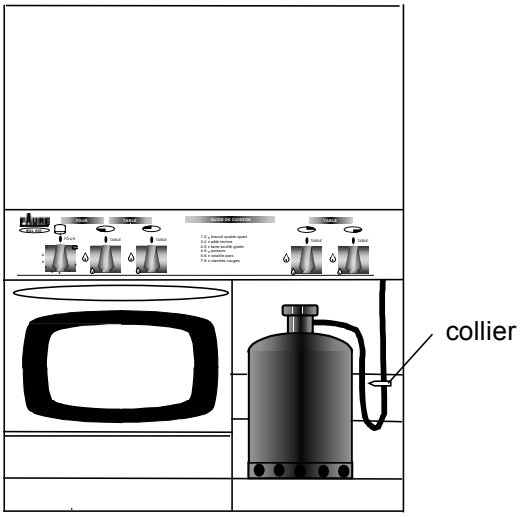

fig. 16
- Le tuyau doit IMPERATIVEMENT être fixé sur le côté arrière de la cuisinière, à l'aide d'un collier (fig. 16).